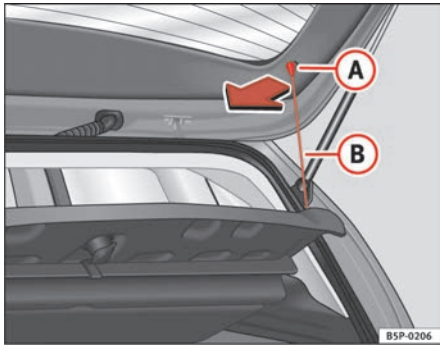

Fig. 124 Luggage compartment cover
– Disengage the loops ⇒ fig. 124 (B) from the retaining pins (A).